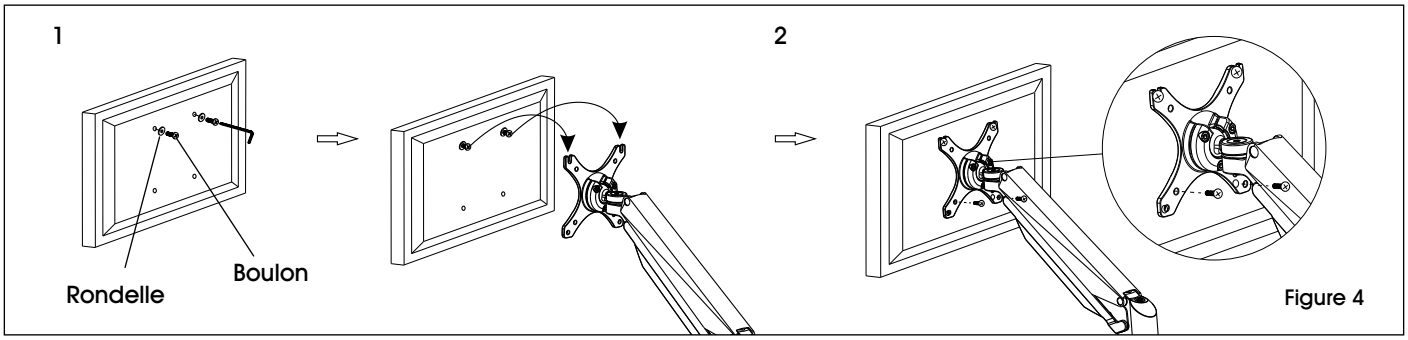

Figure 4
1. Une personne doit tenir le moniteur et aligner les trous de boulon à l'arrière du moniteur sur la plaque de fixation. La deuxième personne doit insérer les boulons dans les deux trous supérieurs de la plaque de fixation et du moniteur. Serrez lâchement les deux boulons. (Voir Figure 4)